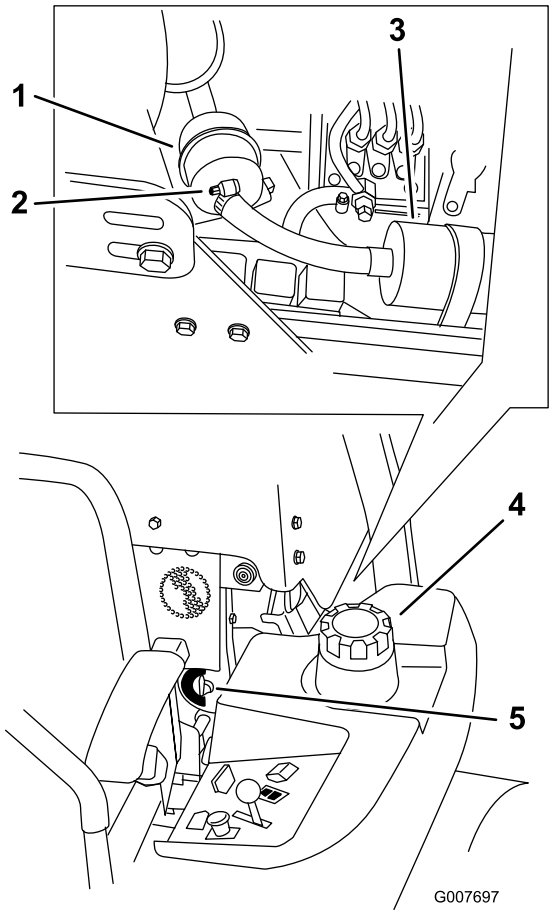

Figur 49
4. Stäng bränslekranen (Figur 49).
5. Lossa de två slangklämmorna och koppla loss bränsleslangarna från bränslefiltret (Figur 49).
6. Montera ett nytt filter. Koppla bränsleslangarna till bränslefiltret och montera de två slangklämmorna (Figur 49).